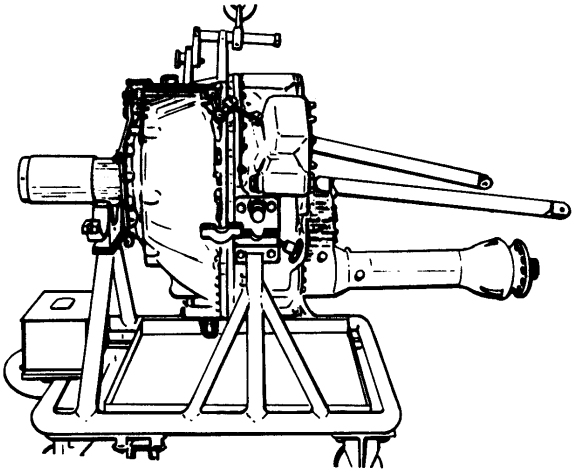

Figure 2. Removing Reduction Gear Assembly From 6796832 Transportation and Storage Stand Using 6798160 Lifting Adapter
a. Move the 6796832 transportation and storage stand (figure 2) to a hoist.
b. Attach 6798160 or 6797682 reduction gear lifting adapter on the reduction gear assembly (figures 2 and 3).